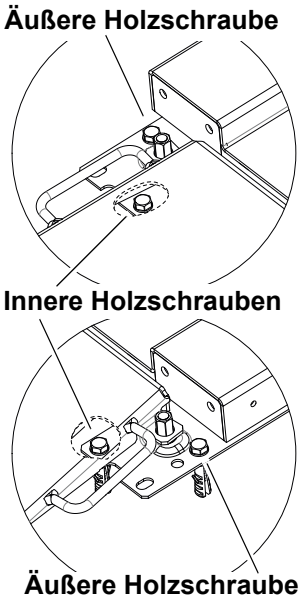

Abb. 16 Über Kreuz verschraubte Holzschrauben
5. **Für äußere Holzschrauben pro Zentrierblech einmal bohren (siehe Abb. 16, S. 24).**
8. **Für innere Holzschrauben pro Zentrierblech einmal bohren (siehe Abb. 16, S. 24).**
9. **Zentrierbleche mit Holzschrauben und Dübeln im Boden festschrauben (siehe Abb. 16, S. 24).**